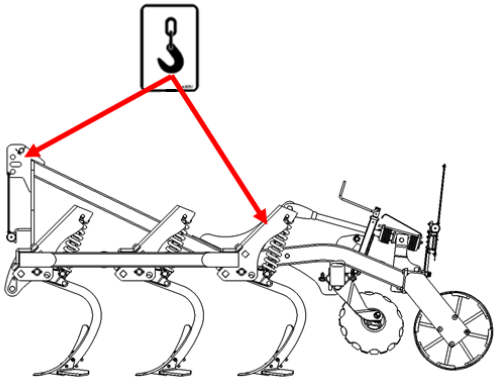

FIGURE 1
- Veillez à bien accrocher la machine de manière équilibrée, afin de pouvoir assurer son excellente stabilité dans le cas d'un besoin de levage. (Figure 1)